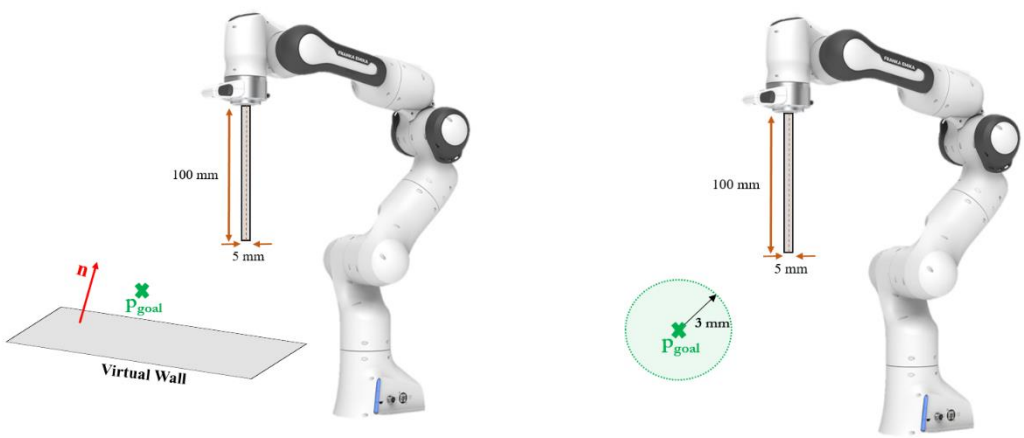

Fig. 1 Panda robot with an attached cylindrical tool to its tool frame
For this PA, as shown in Fig. 1, you are going to use your selected robot with an attached cylindrical tool with 100 mm length and 5 mm diameter attached to its tool frame to implement the following constrained optimization-based control algorithms.
a) As shown in the right side of **Fig. 1** and similar to **Example 1 in W15-L1**, implement an algorithm that moves the tool tip toward an arbitrary goal point while
b) As shown in the right side of **Fig. 1** and similar to **Example 1 in W15-L1**, implement an algorithm that moves the tool tip toward an arbitrary goal point while
c) **(+20 bonus)** As shown in the left side of **Fig. 1**, **repeat part (a) and (b) while having a virtual wall** defined close to the desired goal point. Note: make sure you define the virtual wall in a place that affects the trajectory of the robot obtained in part (a) and (b)